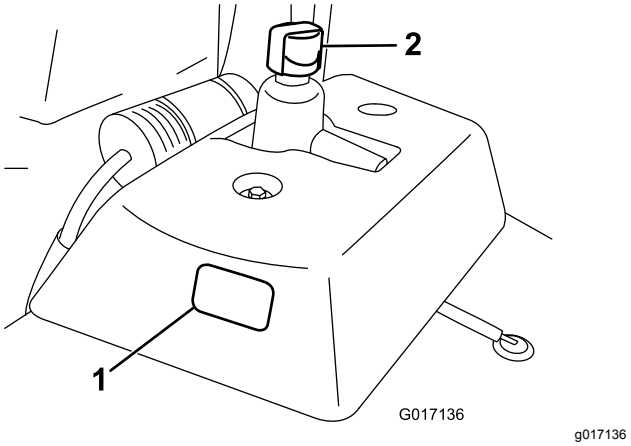

Figuur 22
2. U kunt het vloeistofpeil aflezen op het kijkglas van de meter op de zijkant van de hulptank (Figuur 22).